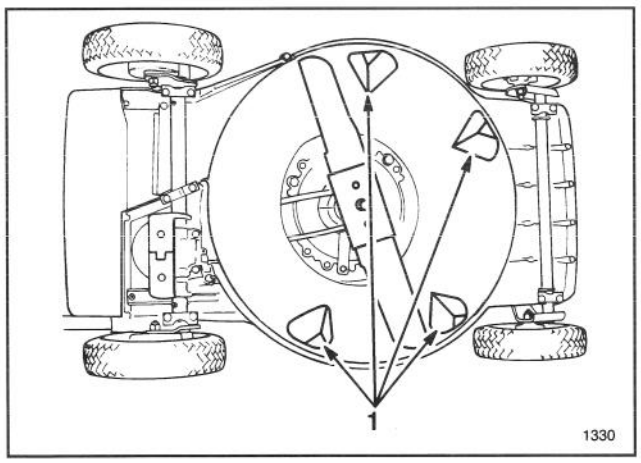

Abbildung 26
Um eine gute Leistung zu gewährleisten, muß die Unterseite stets sauber sein. Ganz besonders auf saubere Ablenkbleche achten (Abb. 26).
3. Den Mäher auf die linke Seite kippen (Abb. 26).